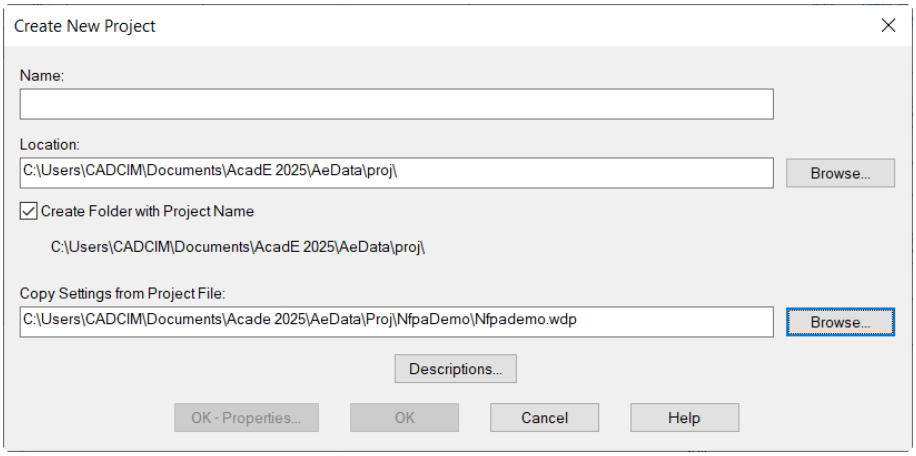

Figure 2-60 *The* ***Create New Project*** *dialog box*
3. In the **PROJECT MANAGER**, make sure the **Projects** tab is chosen. Next, choose the **New Project** button; the **Create New Project** dialog box is displayed, as shown in Figure 2-60.